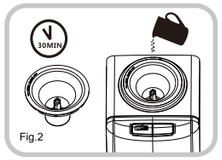

Fig.2
3. Fill the water reservoir with 12 cups (3 L) hot water, and then wait 30 minutes. (Fig. 2)